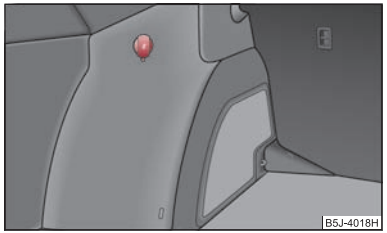

Fig. 78 Maletero: caja de enchufe
– Abra la cubierta de la caja de enchufe ⇒ fig. 78.